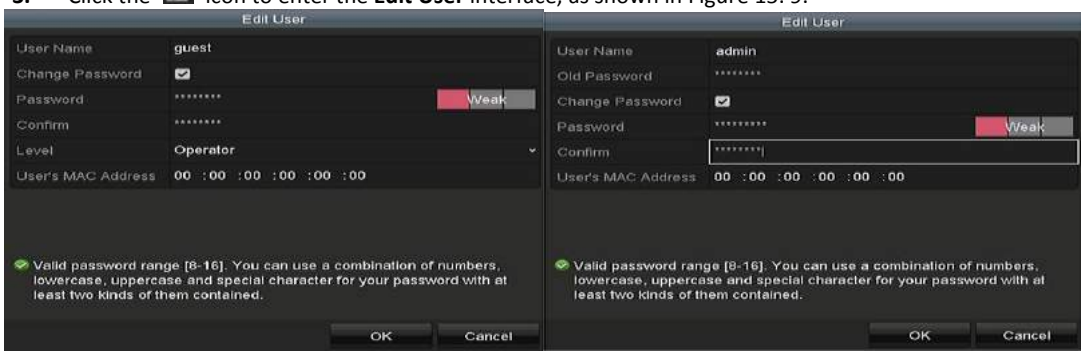

Figure 15. 9 Edit User Interface
3. Click the icon to enter the **Edit User** interface, as shown in Figure 15. 9.